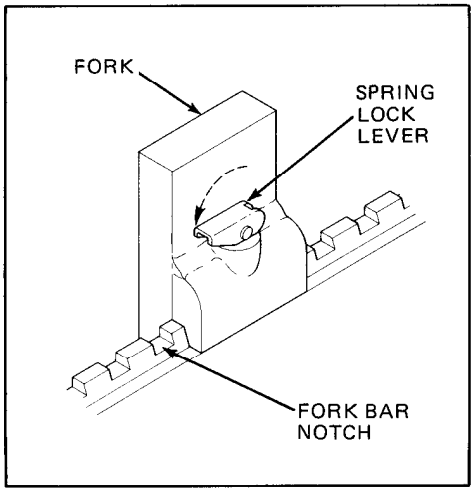

Figure 3 - Lock Fork in Place.
4. Lock each fork in place by pushing the lever down (see Figure 3), making sure the pin is engaged in the fork bar notch.
3. Lock the fork in place by pushing the lever down (see Figure 3). Make sure the pin is engaged in the fork bar notch.